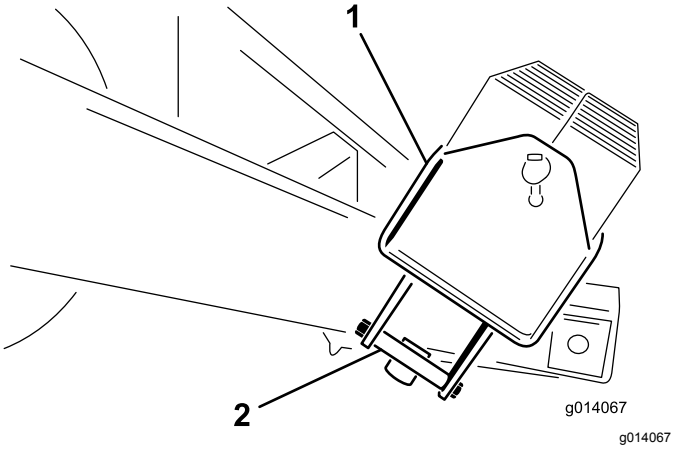

Figur 5
2. Avlägsna bultarna (½ x 5½ tum) från monteringsfästet som håller viktlådan. Kassera monteringsfästena (Figur 5).